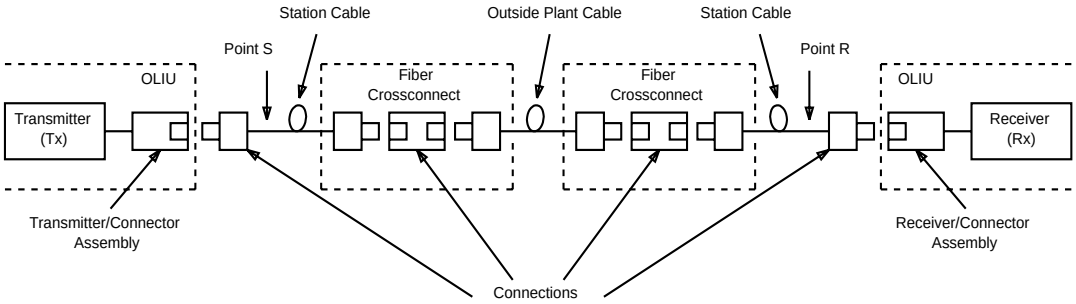

Figure 10-2. Optical System Interfaces (Points S and R)
The 22G-U/22G2-U OLIU long reach OC-3 interface supports span lengths up to 51 km, assuming 0.45 dB/km single-mode fiber and the span engineering rules outlined in Table 10-7. Transmit and receive powers are referenced to Points S and R (Figure 10-2). Table 10-6, Table 10-7, and Table 10-8 provide detailed specifications and link budget information for the 22G-U/22G2-U OLIU.
The 22G3-U/22G4-U OLIU is a SONET compliant long reach OC-3 interface supporting span lengths up to 55 km, assuming 0.45 dB/km single-mode fiber and the span engineering rules outlined in Table 10-7. Transmit and receive powers are referenced to Points S and R (Figure 10-2). Table 10-6, Table 10-7, and Table 10-8 provide detailed specifications and link budget information for the 22G3-U/22G4-U OLIU.
The 26-type OLIU long reach OC-1 interfaces support span lengths up to 44 km, assuming 0.45 dB/km single-mode fiber and the span engineering rules outlined in Table 10-11. Transmit and receive powers are referenced to Points S and R as shown in Figure 10-2. Table 10-9 and Table 10-10 provide detailed specifications and link budget information for the 26-type OLIU.
* Transmit and receive powers are referenced to points S and R as shown in Figure 10-2.
The 28-type OLIU long reach OC-3 interface supports span lengths up to 51km, assuming 0.45 dB/km single-mode fiber and the span engineering rules outlined in Table 10-13. Transmit and receive powers are referenced to Points S and R as shown in Figure 10-2. Table 10-12 and Table 10-13 provide detailed specifications and link budget information for the 28-type OLIU.